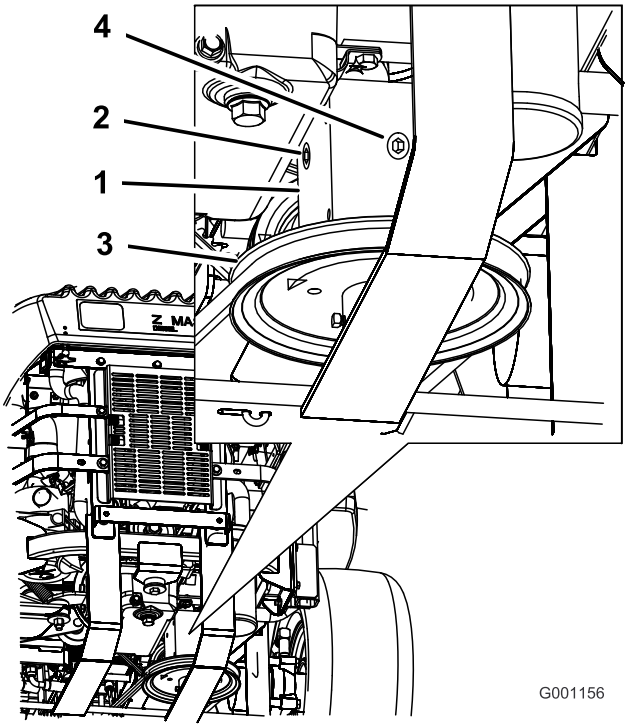

Figur 51
4. Ta bort pluggen på växellådans sida eller baksida (Figur 51).